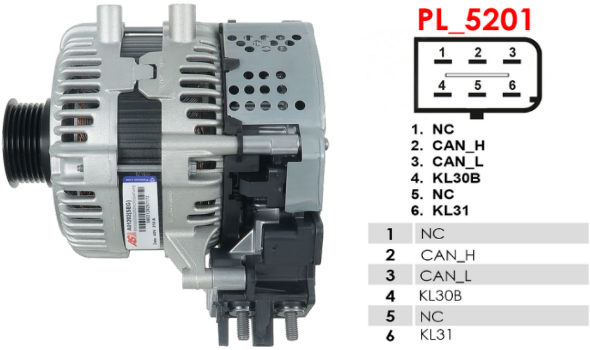

Rysunek 27. Starter-alternator L1TA-11238 i oznaczenia pinów w złączu
1.1. Jako przykład na **rys. 27** i w tabeli 6 pokazano **schemat połączeń starter-alternatora 48 V L1TA-11238**.